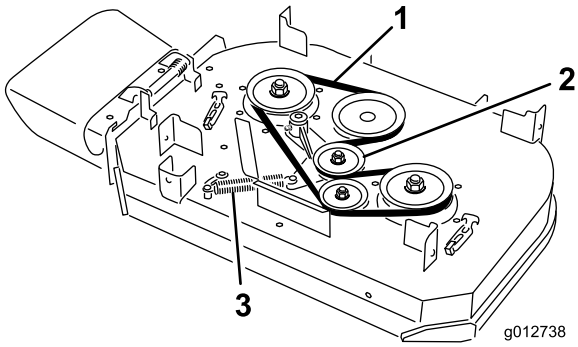

Figur 63
4. Fjern fjederen fra ankerpinden på styreremskivens arm (Figur 63).
5. Fjern den slidte plæneklipperrem (Figur 63).
6. Monter den nye plæneklipperrem omkring koblingsremskiven, klippeskjoldets remskiver og styreremskiven (Figur 63).
7. Monter fjederen på ankerpinden på styreremskivens arm (Figur 63).
6. Monter den nye plæneklipperrem omkring skjoldets remskiver og styreremskiven (Figur 63).
5. Fjern fjederen fra ankerpinden på styreremskivens arm (Figur 63).
6. Fjern den slidte plæneklipperrem (Figur 63).
7. Monter den nye plæneklipperrem omkring klippeskjoldets remskiver, koblingsremskiven og styreremskiven (Figur 63).
8. Monter fjederen på ankerpinden (Figur 63).